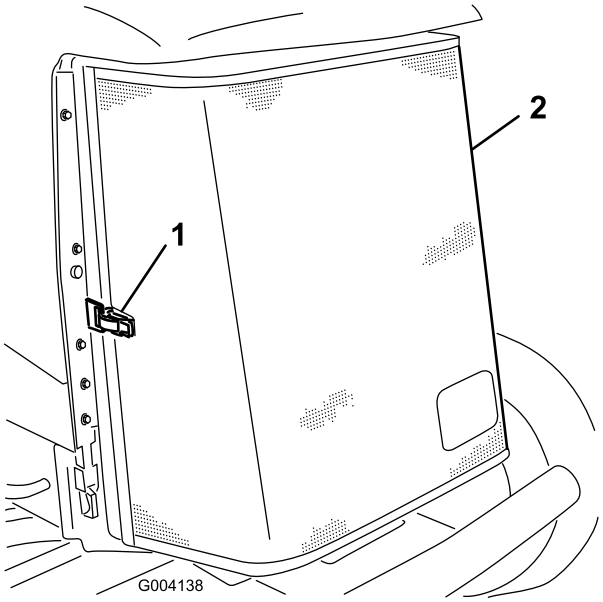

Figuur 63
3. Maak de sluiting los en draai het achterscherm open (Figuur 63).